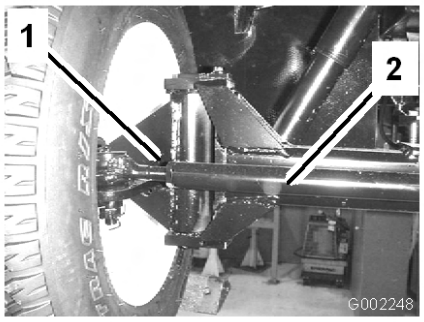

Figur 51
3. Om måttet inte hamnar inom angivet område ska du lossa kontramuttrarna i båda ändarna av dragstången (Figur 51).